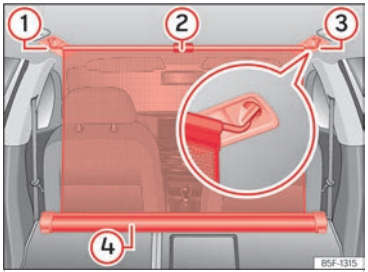

Fig. 202 En el maletero: red de separación enganchada con los respaldos del asiento trasero abatidos.
- Tire hacia arriba de la lengüeta ››› fig. 202 ② para sacar la red de la carcasa ④.
- Enganche la red de separación en el lado derecho o izquierdo ››› fig. 202 ③ (imagen ampliada).
- Enganche la red de separación en el alojamiento del otro lado ››› fig. 202 ① estirando la barra.
La red de separación está correctamente montada cuando los extremos en forma de T están enganchados firmemente en los alojamientos correspondientes ››› fig. 202 ③ y ①.
- Enrolle la red en la carcasa ››› fig. 202 ④ bajándola con la mano.